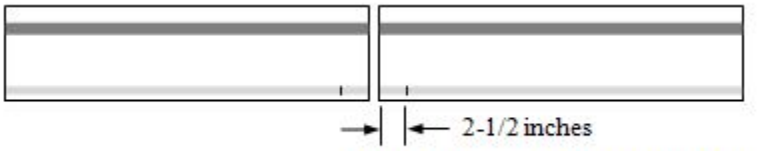

Figure 111J *Heat Measure Marks*
Step 1: Place a mark on both sides of the rail base of each rail, 2-1/2 inches from the end of each rail. (See Figure 111J) This is where to check the rail end temperature during preheating with a 450ºF temp-stick only. Do not pack beyond these marks.